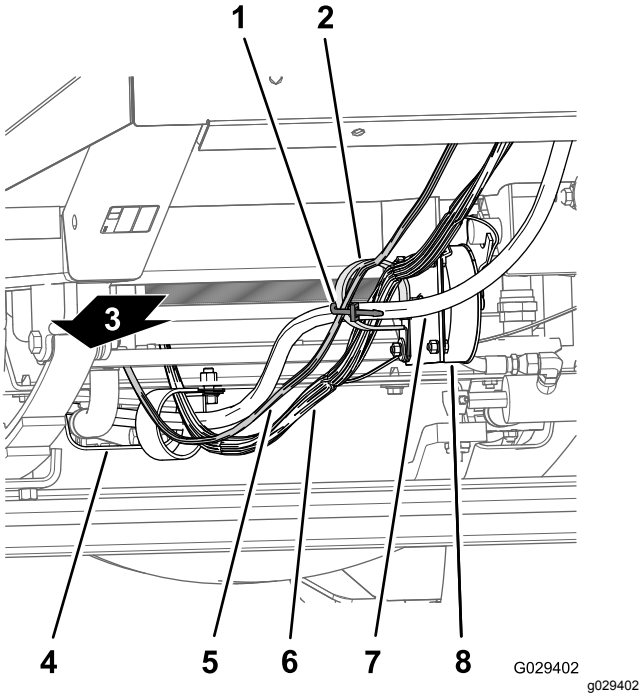
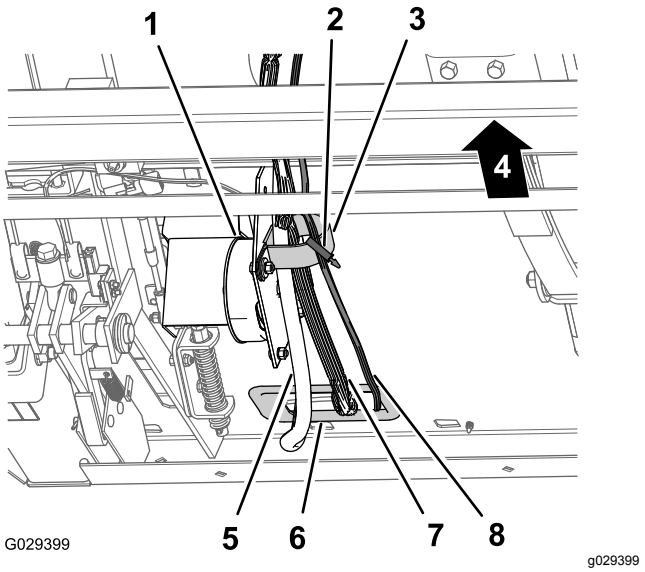

Figur 195
Figur 196
1. Før 240 cm afgreningen af ledningsnettet til instrumentpanelet langs maskinens ledningsnet og styreslanger (under køleren), igennem R-klemmen i bunden af kølerstøtten og gennem R-klemmen i kørselshastighedskontrolspiralen (Figur 195 og Figur 196).
2. Før 240 cm (94-1/2 tommer) afgreningen af ledningsnettet til instrumentpanelet til R-klemmen på kørselshastighedskontrolspiralen (Figur 195 and Figur 196).